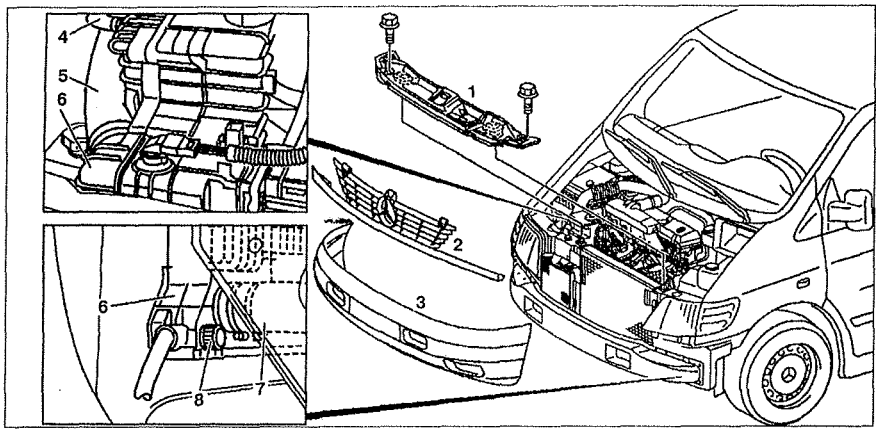

Рис. 4.32. Радиатор:
4. Снимите верхнюю поперечную балку **1** (см.рис.4.32).